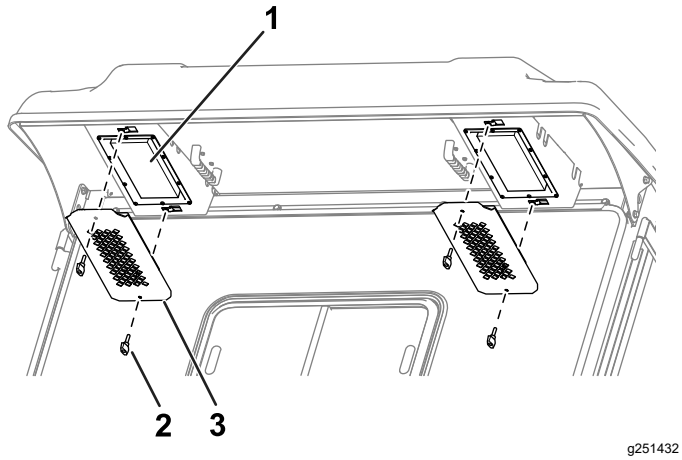

Figur 87
1. Ta bort vreden och gallren från hyttens bakre överhäng (Figur 87).
4. Montera filtren i hytten med hjälp av vreden och gallren (Figur 87).